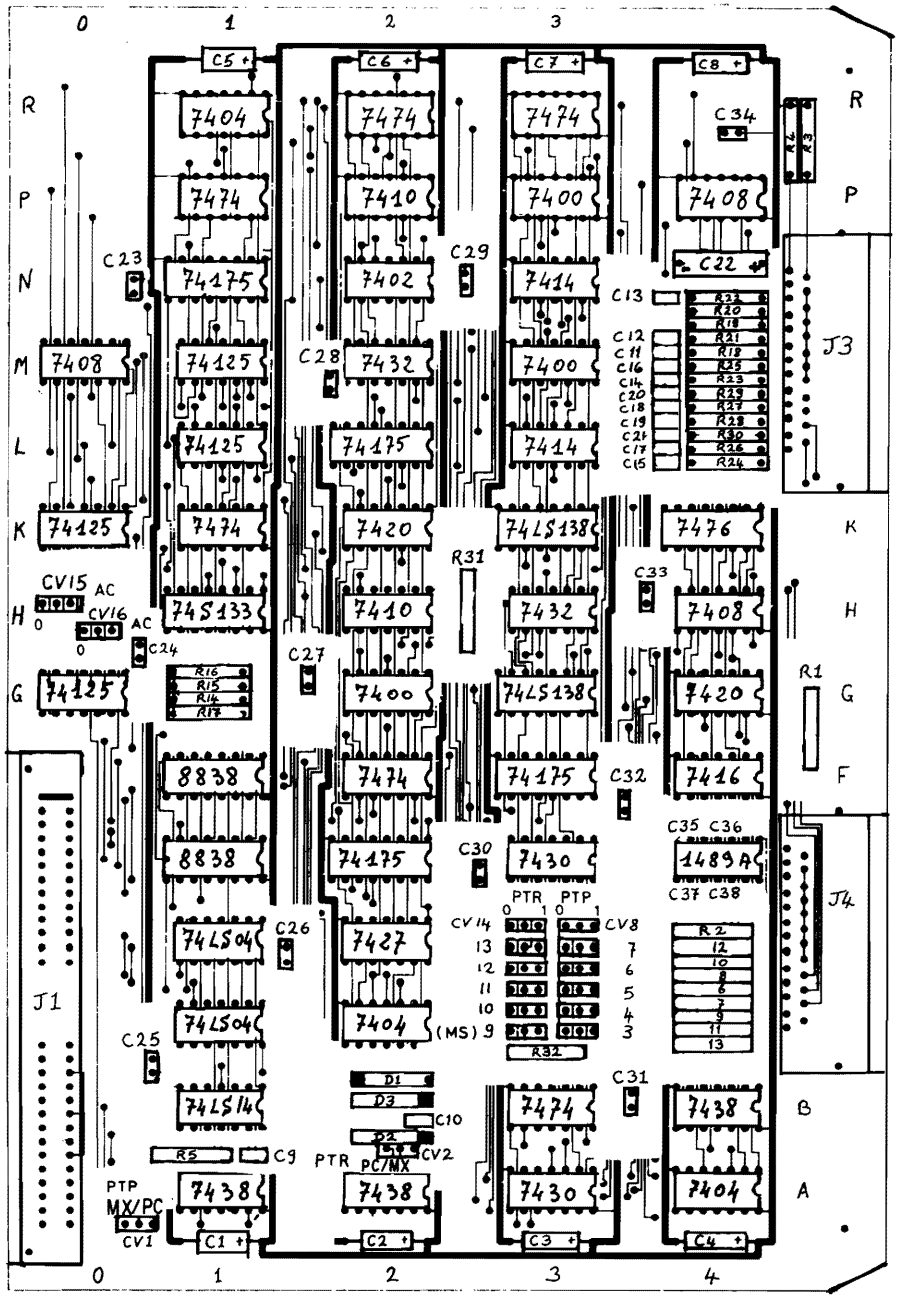

Figure 4-4 TRPZ Component Layout
4.46 To select IOP Channel (MX) or Program Channel (PC) ensure that link positions CV1 (Punch) and CV2 (Reader) correspond to this layout (Figure 4-4). Some of the early versions of TRPZ were incorrectly overprinted.